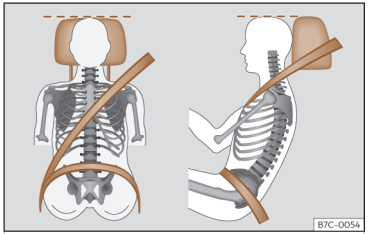

Fig. 18 Banda del cinturón y apoyacabezas ajustados correctamente.
- Ajuste el apoyacabezas de modo que el borde superior quede, en la medida de lo posible, a la altura de la parte superior de la cabeza, en ningún caso por debajo de los ojos [1]. Mantenga la nuca lo más cerca posible del apoyacabezas ››› **fig. 18**.
- Ajuste longitudinalmente el asiento de forma que pueda pisar a fondo los pedales con las rodillas ligeramente flexionadas y que quede una distancia entre la zona de las rodillas y el tablero de instrumentos de al menos 10 cm (4 pulgadas) ››› **fig. 18**.